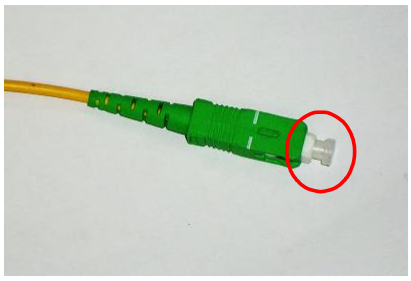

Figure 3-8 SC/APC Optic Connector Dust Cap
- When optic connector are not in use, the port should be covered with a protective dust cap. (Figure 3-8)